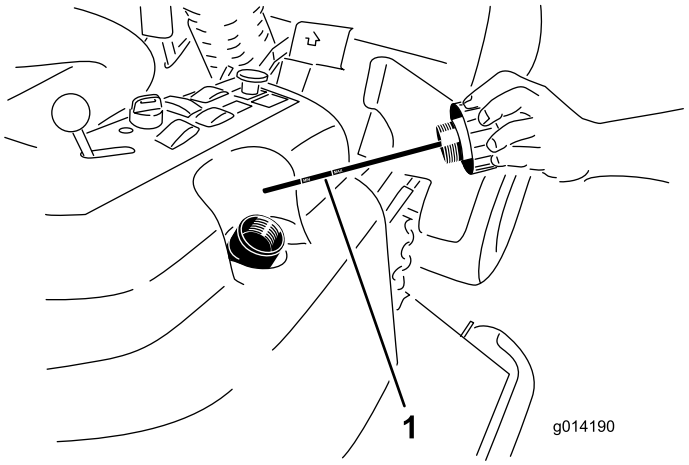

Figur 62
2. Fjern det hydrauliske oljelokket (Figur 62) fra påfyllingshalsen.
3. Ta ut peilestaven og tørk den med en ren fille (Figur 62).
4. Sett peilestaven ned i påfyllingshalsen, ta den deretter ut og kontroller oljenivået (Figur 62).